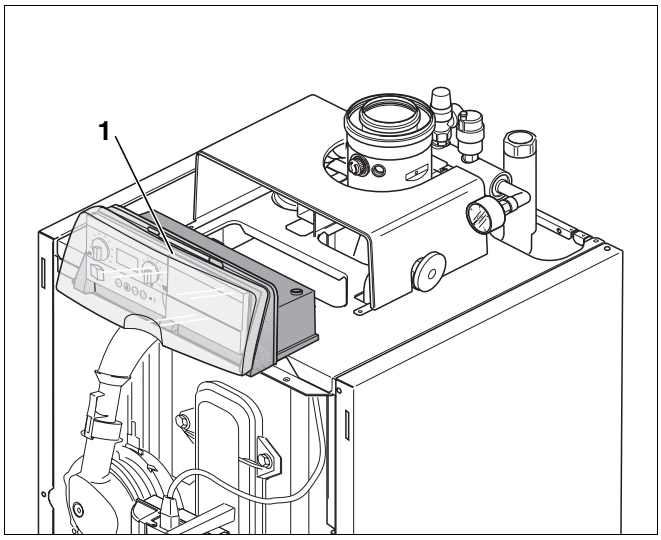

Rys. 32 Logano G135
Kocioł grzewczy Logano G135(T) wyposażony jest fabrycznie w kompletnie zmontowany i okablowany sterownik Logamatic MC10 (rys. 32, **poz. 1**). Sterownik Logamatic MC10 jest fabrycznie zintegrowany z modułem bazowym Logamatic BC10. Przyłącze sieciowe sterownika Logamatic MC10 musi zostać wykonane we własnym zakresie, zgodnie ze schematem przyłączeniowym (dołączonym do dokumentacji).